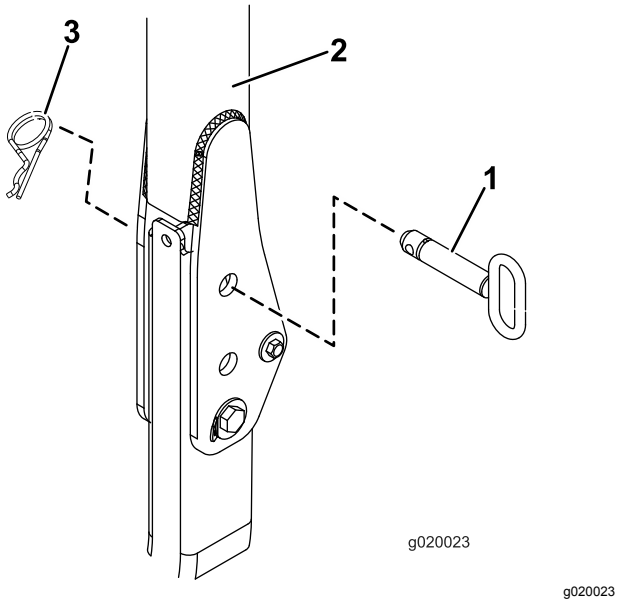

Figura 18
2. Per i modelli 03820 e 03821, passate direttamente al punto 7. Per tutti gli altri modelli, con il roll bar in posizione sollevata, rimuovete le coppiglie e le 2 spine (Figura 18).